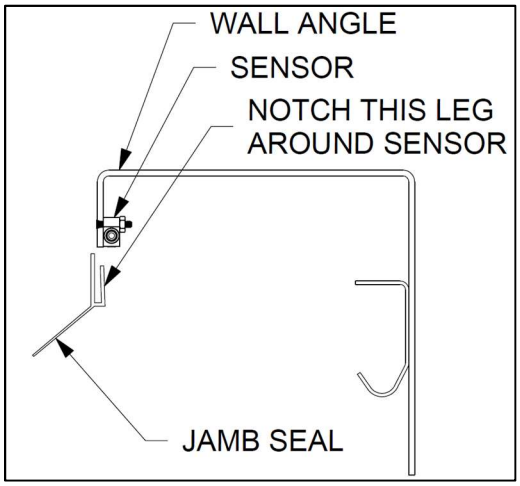

***Figure 34– JAMB SEAL***
96. Push the jamb seals onto each wall angle flange until fully seated as shown in **Figure 34**.